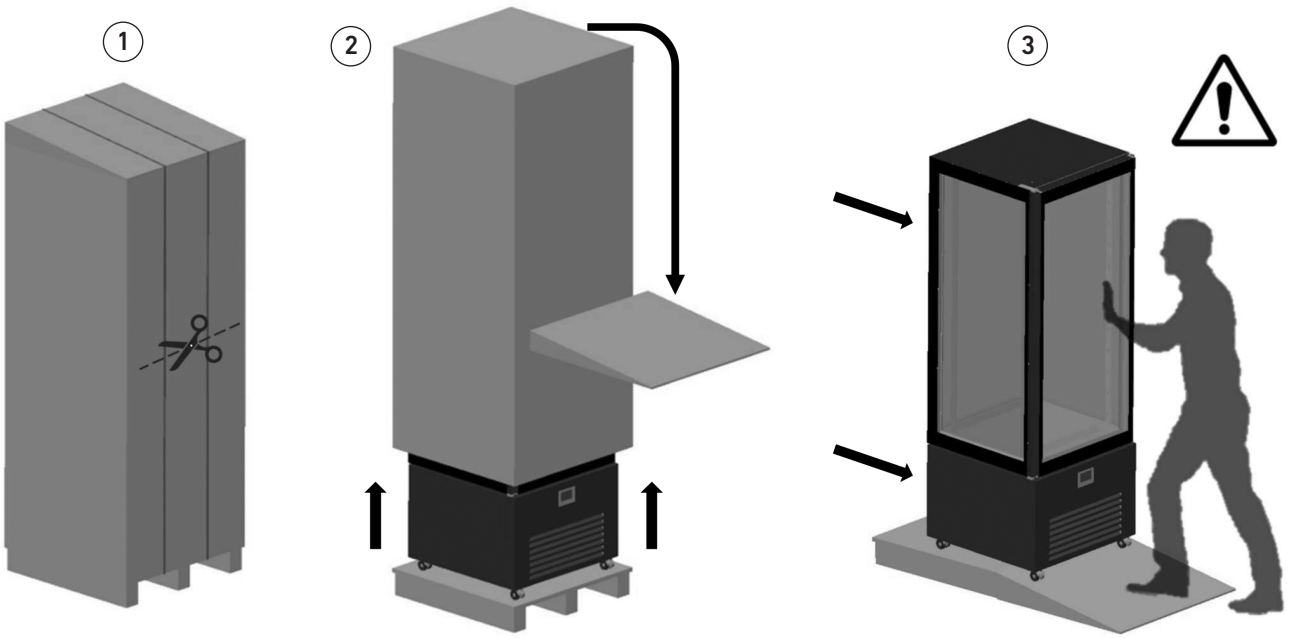

fig. 11
- Remove packaging and retaining systems (straps, ropes, bands, etc.) (fig.11 part.1).
- Place the cycle platform for unloading the window on the ground, resting on the platform (fig.11 part.2).
- Bring down the window very slowly along the platform to ensure the correct balance (fig.11 part.3). We recommend that you do this in two people.